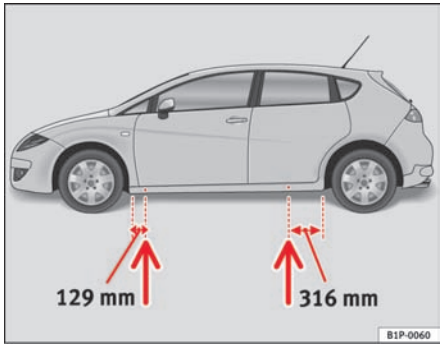

Fig. 157 The jacking points
– Locate the jacking point under the door sill closest to the wheel being changed ⇒ fig. 157.
Recesses at the front and rear of the door sills mark the jacking points ⇒ fig. 157. A position has been made for each wheel. Do not fit the jack anywhere else.